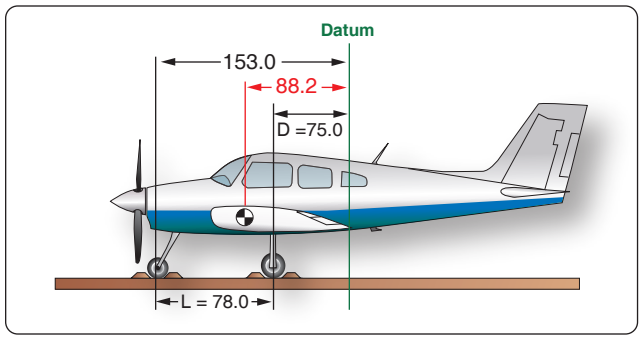

Figure 6-30. *The datum is aft of the main wheels at the wing trailing edge.*
The datum of some aircraft may be located aft of the main wheels. The airplane in this example is the same one just discussed, but the datum is at the intersection of the trailing edge of the wing with the fuselage. The distance (D) between the datum of the airplane in *Figure 6-30* and the main-wheel weighing points is 75", the weight of the nosewheel (F) is 340 lb, and the distance between main wheels and nosewheel (L) is 78". The total net weight of the airplane (W) is 2,006 lb. The location of the CG may be determined by using this formula: